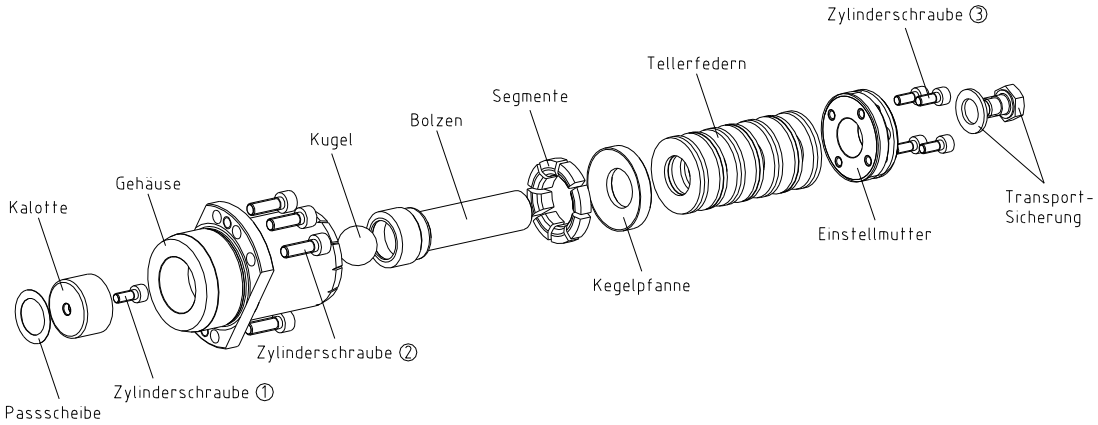

Bild 15: Bauteile des Freischaltelements
- Lösen Sie die Zylinderschrauben ③ der Einstellmutter (siehe Bild 15).